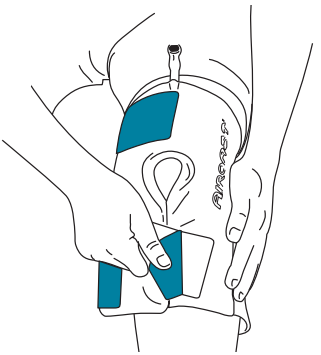

Figura 2
2. Aplique siempre Cryo/Cuff VACÍO (Figura 2) 30
2. Aplique siempre Cryo/Cuff VACÍO (Figura 2)